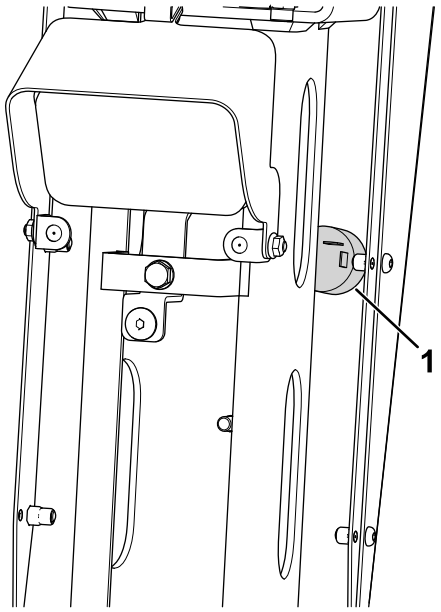

Figure 16
5. Remove the plug and install the alarm on the steering-column rear panel (Figure 16).